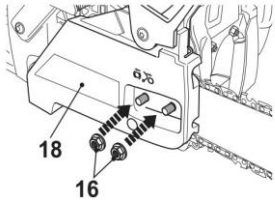

Rys. 9
10. Załóż ponownie pokrywę (18). Przymocuj ją nakrętkami mocującymi (16) (rys. 9).
4) Podnieś czubek prowadnicy (13) i dokręć najpierw tylną nakrętkę mocującą (16), a następnie przednią nakrętkę mocującą (16) (rys. 9).
5) Pociągnij ręką kilkakrotnie łańcuchem pilarki (14) przez czubek prowadnicy (13) z jednego końca na drugi. Powinieneś poczuć, że łańcuch jest napięty, ale porusza się swobodnie.